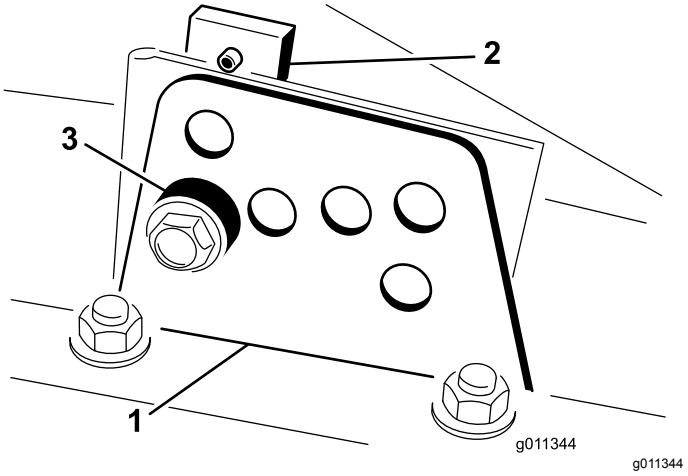

Figur 24
2. Løsne bolten som fester hver klippehøydebrakett til klippehøydeplaten (foran og på hver side), som vist i Figur 24.
4. Ta av avstandsstykket mens du støtter kammeret (Figur 24).